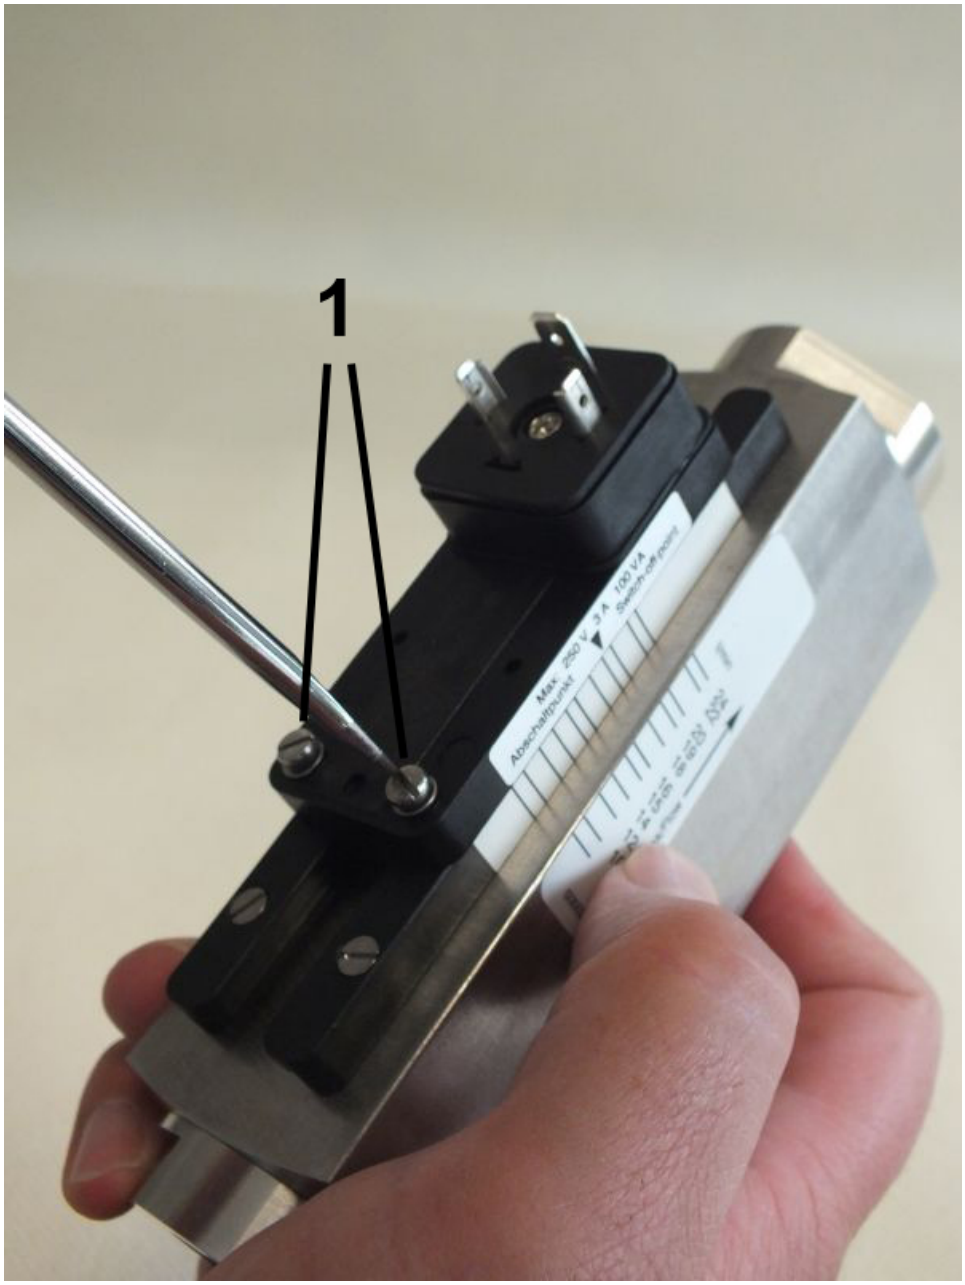

Fig. 59: Loosen set screws
3. Using a flat-bladed screwdriver (*Fig. 59*/1) loosen the set screws of the switch contact until it moves freely
11. Tighten the set screws (*Fig. 59*/1) observing the tightening torque of the screws (➦ *Chapter 11.1 "Tightening torque" on page 89*)